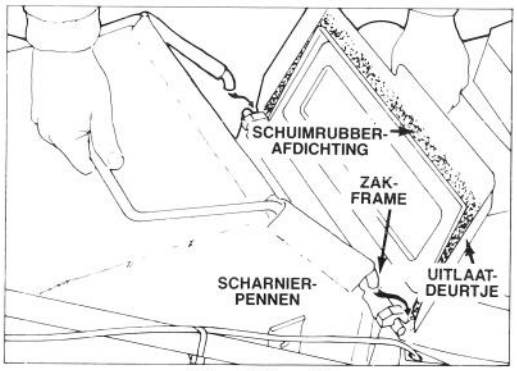

Afbeelding 13
2. MONTAGE VAN GRASZAK–Ga vóór montage van de graszak als volgt te werk: open het uitlaatdeurtje en hang het zakframe over de scharnierpennen (Afb. 13). Laat zak tegen het huis rusten over de kokeropening. Sluit deurtje en zorg ervoor dat het de bovenzijde van de zakopening afsluit.